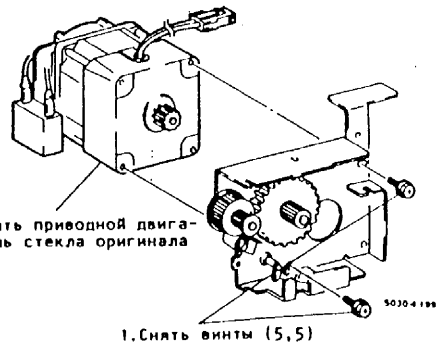

Рис.3. Снятие двигателя привода стекла оригинала
6. (Рис.3): Снять двигатель привода стекла оригинала.